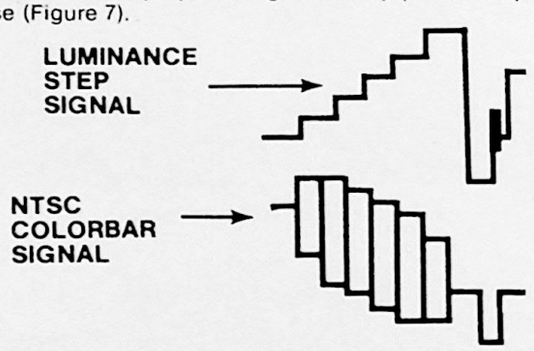

Figure 6. NTSC Signals
1. NTSC color bar generator — standard 75% saturated color signal and 5- or 10-step luminance signal (Figure 6).